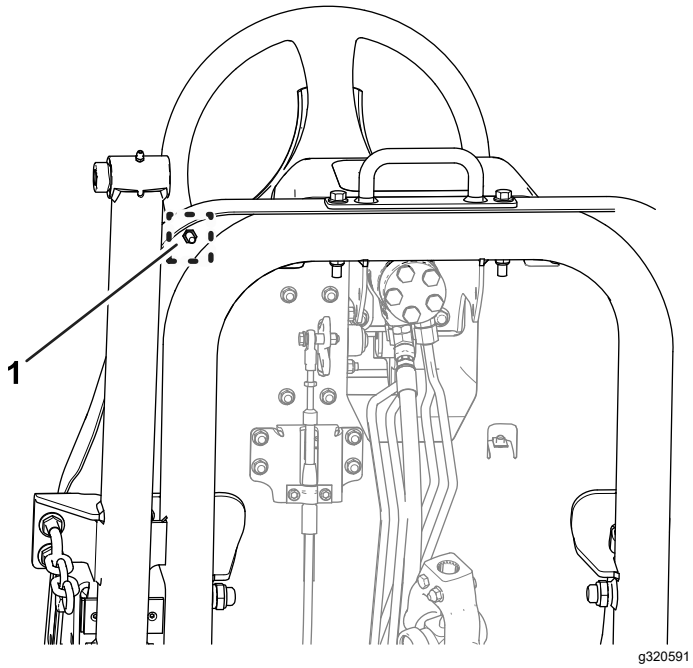

Figuur 78
B. Draai de contramoer aan de onderkant van de voetsteunplaat los (Figuur 78).
F. Hou de aanslag van het pedaal vast en trek de contramoer onderaan de voetsteunplaat (Figuur 77 en Figuur 78) aan met 37-45 N·m.